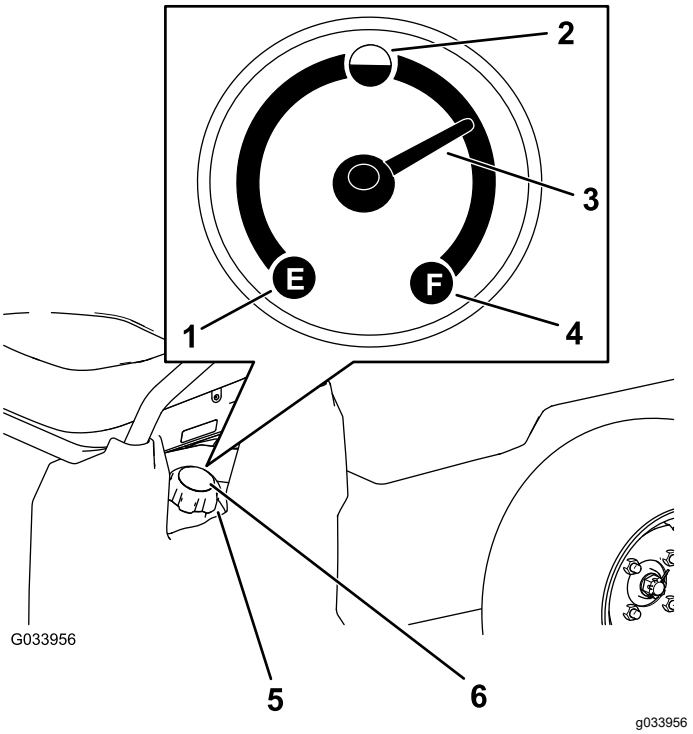

Figur 14
5. Rengör området runt tanklocket (Figur 14).